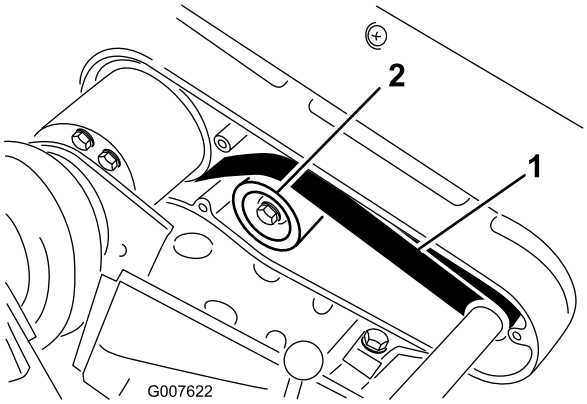

Figur 38
2. Kontrollera spänningen genom att trycka ned remmen mellan två skivor (Figur 38) med en kraft på 22 till 26 N. Remmen ska böjas ned 6 mm.
A. Lossa fästmuttern på mellanremskivan och sväng mellanremskivan medsols mot remmens baksida tills önskad remspänning erhålls (Figur 38).